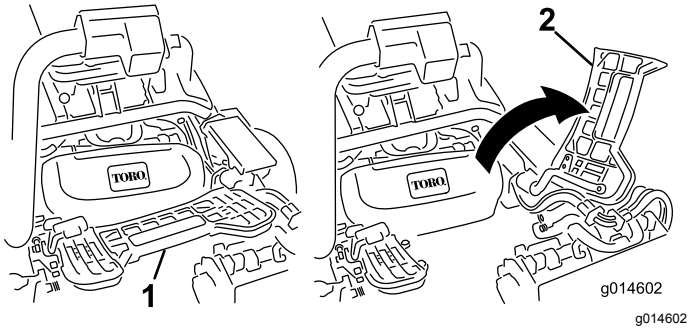

Figuur 49
2. Klap de voetsteun omhoog zodat u bij het middelste maaidek kunt (Figuur 49).